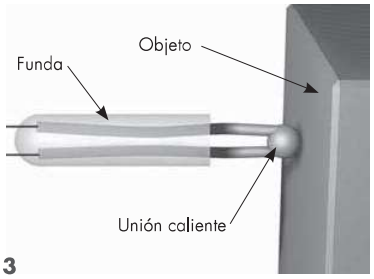

Fig. 13
- En los **termopares expuestos** (fig. 13) la *unión caliente* está en contacto directo con el objeto cuya temperatura se desea medir.